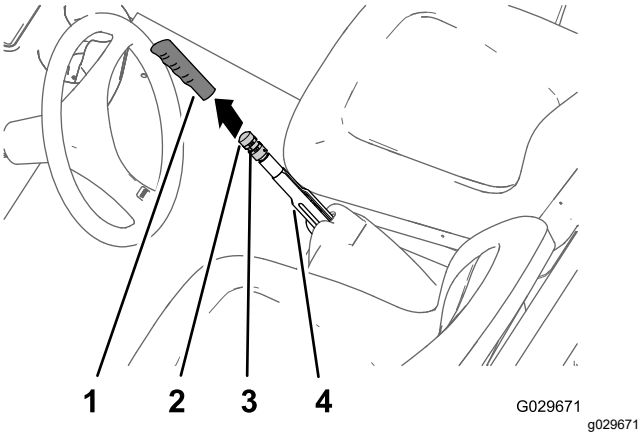

Figur 67
1. Fjern grebet fra parkeringsbremsehåndtaget (Figur 67).
2. Løsn sætskruen, der fastgør bremsejusteringsgrebet til parkeringsbremsehåndtaget (Figur 67).
3. Drej bremsejusteringsgrebet, indtil du når en kraft på 133 til 156 N, for at aktivere parkeringsbremsehåndtaget (Figur 67).
4. Stram sætskruen og monter håndgrebet (Figur 67).
2. Løsn sætskruen (Figur 67), der fastgør bremsejusteringsgrebet til parkeringsbremsehåndtaget, deaktiver parkeringsbremsen, og løsn bremsejusteringsgrebet.
5. Drej bremsejusteringsgrebet (Figur 67), indtil du når en kraft på 133 til 156 N, for at aktivere parkeringsbremsehåndtaget.
C. Drej bremsejusteringsgrebet (Figur 67), indtil du når en kraft på 133 til 156 N, for at aktivere parkeringsbremsehåndtaget.
- Stram sætskruen, og monter grebet (Figur 67).